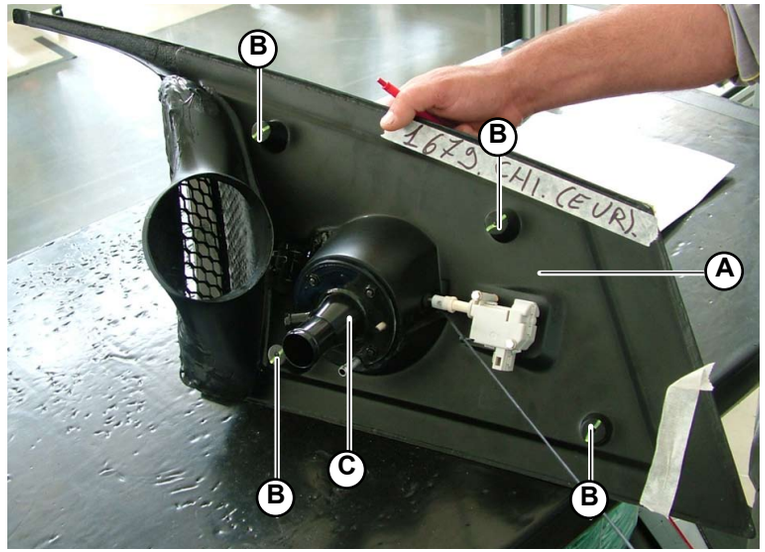

Fig.7
1. Assemble the cover (**A-Fig.7**) on the body by tightening the 4 nuts (**B-Fig.7**).
2. Connect the petrol tank to the fuel filler (**C-Fig.7**) using the pipe (for right fender cover only).